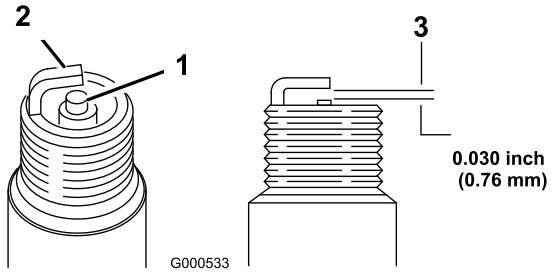

**Rysunek 30**
2. Odłącz kabel od świecy zapłonowej (Rysunek 30).
5. Ustaw przerwę na świecy na 0,76 mm (Rysunek 30).